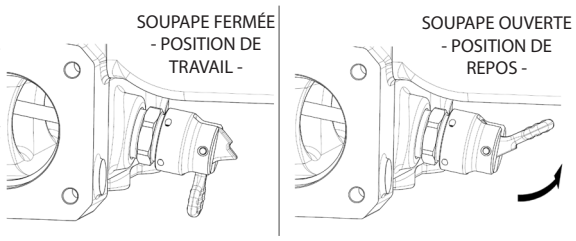

Fig. 10
**Pour les positions de « travail » et de « repos », voir Fig. 10.**